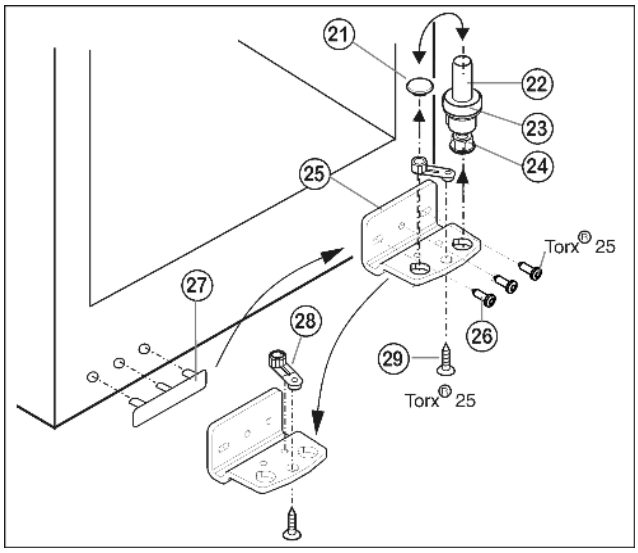

Fig. 5
- ▶ Извлеките опорный винт *Fig. 5 (22)* в комплекте с шайбой *Fig. 5 (23)* и регулируемой опорой *Fig. 5 (24)*, вытягивая его вверх.
- ▶ Снимите пробку *Fig. 5 (21)*.
- ▶ Открутите *Fig. 5 (26)*опорный кронштейн *Fig. 5 (25)*.
- ▶ Открутите *Fig. 5 (29)*опорную деталь *Fig. 5 (28)* и, переставив в отверстие на противоположной стороне опорного кронштейна, снова прикрутите.
- ▶ Осторожно снимите и переставьте на противоположную сторону крышку со стороны ручки *Fig. 5 (27)*.
- ▶ Снова прикрутите опорный кронштейн *Fig. 5 (25)* на новой стороне шарнира **(с моментом 4 Нм)**. При необходимости используйте аккумуляторный шуруповерт.
- ▶ Переставьте пробку *Fig. 5 (21)* в свободное отверстие.
- ▶ Вновь установите опорный винт *Fig. 5 (22)* в комплекте с шайбой и регулируемой опорой. При этом фиксатор должен быть направлен назад.